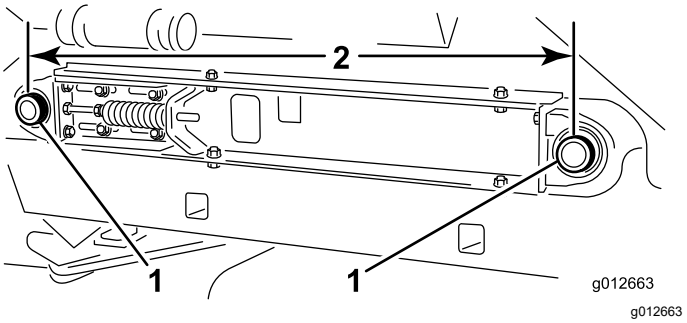

**Figur 26**
7. Mät avståndet mellan mittpunkterna för transportbandets rullaxlar på maskinens båda sidor för att säkerställa att måtten är desamma (Figur 26).